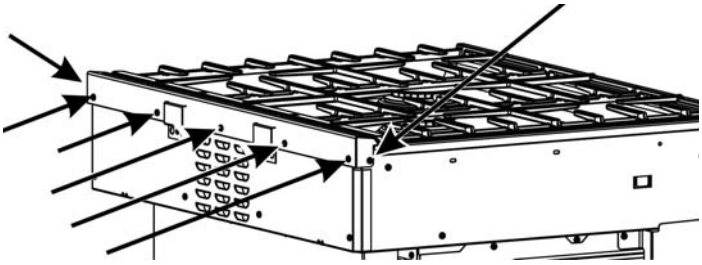

Figure 1: Tornillos de la moldura, estufa de dos combustibles
¿Puede deslizarse la estufa hacia afuera lo suficiente como para tener acceso a los tornillos de la moldura de la parte trasera y de la parte lateral? Consulte la Figure 1: Tornillos de la moldura, estufa de dos combustibles.
2. Deslice la estufa hacia afuera lo suficiente como para tener acceso a los tornillos de montaje de la moldura (consulte la Figure 1: Tornillos de la moldura, estufa de dos combustibles).
4. Retire los tornillos que sujetan la moldura (cinco tornillos en la parte trasera y un tornillo en cada extremo). Guarde los tornillos para la instalación de la moldura para islas (consulte la Figure 1: Tornillos de la moldura, estufa de dos combustibles).
7. Asegure la moldura para islas con un tornillo en cada extremo y cinco tornillos en la parte trasera. Consulte la Figure 1: Tornillos de la moldura, estufa de dos combustibles.